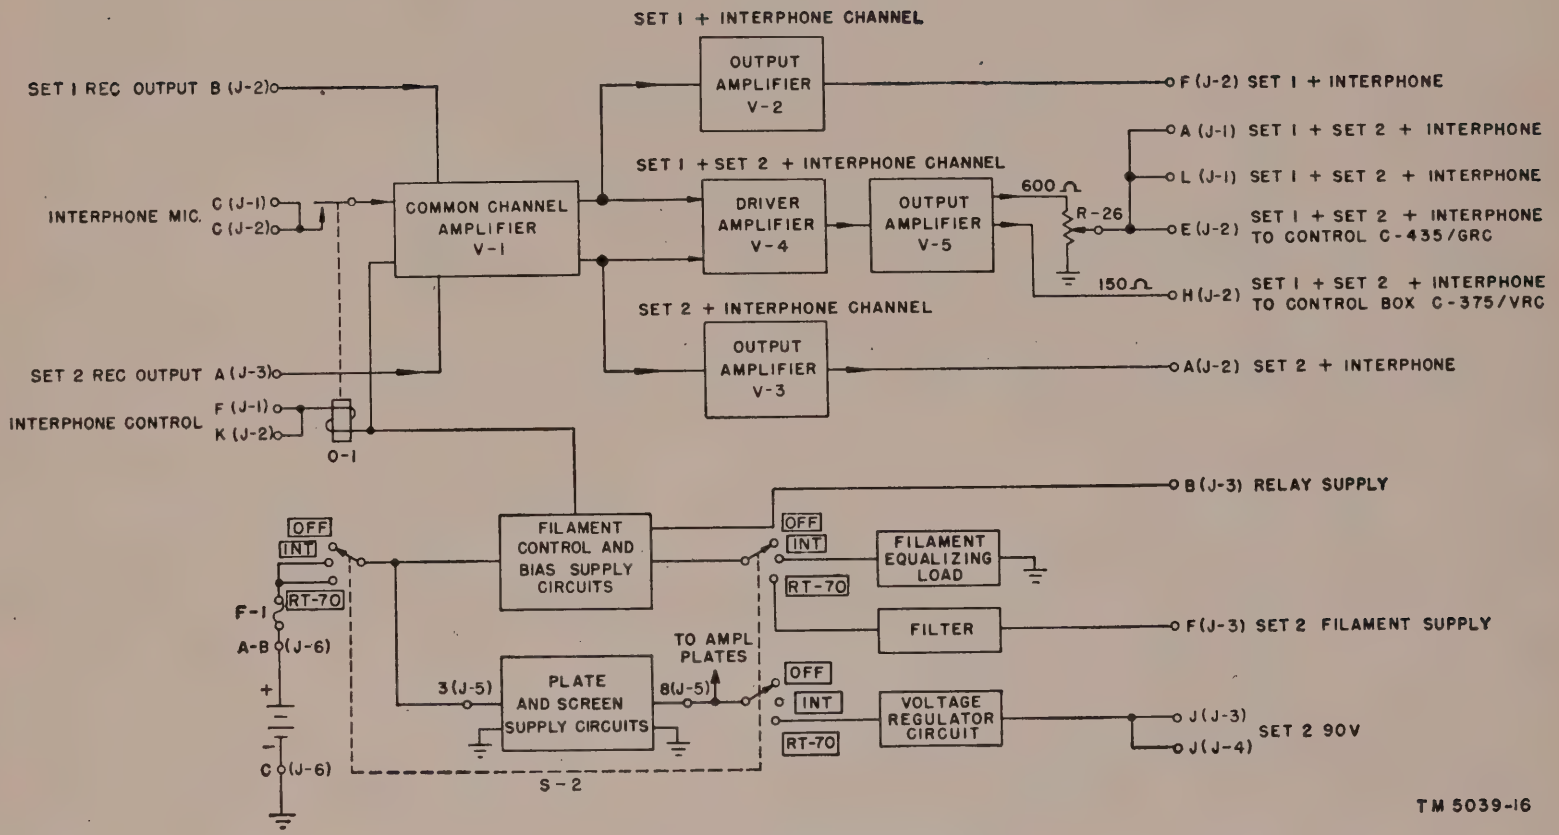

Figure 45. Interphone amplifier, block diagram.
(1) When the filament, plate, and screen potentials have been supplied as described above, the receiver of Set 1 is operative. Signals picked up by the receiver are routed from antenna to audio output circuits as indicated on the block diagram (fig. 45) and the schematic diagrams (figs. 79, 80, and 81) for Receiver-Transmitters RT–66/GRC, RT–67/GRC, and RT–68/GRC, respectively.
(1) Contacts 2–3 of relay E/O–1 complete the battery circuit from Section ID of the OPERATE switch to the filaments and filament protection circuit for the transmitter. In 24-volt systems, dropping resistor E/R–36 and ballast tubes E/R–37, 38, 24, and 25 are included in the input circuit. In 12-volt systems, E/R–36 and ballast tubes E/R–37 and 38 are omitted. The filament protection circuits utilizes thermal relay E/K–1 which, when operated, causes resistor E/R–26 to be inserted in series with the transmitter filaments. The filaments supplied are those listed in paragraph e above. Complete filament circuit details are shown in figure 45.
(2) Contacts 4–5 of relay E/O–1 close to short-circuit resistor E/R–21 in the 85-volt supply circuit. This operation compensates for the increased drain on the 85-volt power supply during transmission.
(3) Contacts 7–8 and 9–10 of relay E/O–1 complete the battery input circuit from Sections 1B and 1A of the OPERATE switch to the 150-volt vibrator power supply and 300-volt vibrator power supply, respectively.
(fig. 45)
Figure 45 is a functional block diagram of AF Amplifier AM–65/GRC. The diagram shows the signal and power supply circuits which are provided by the amplifier.